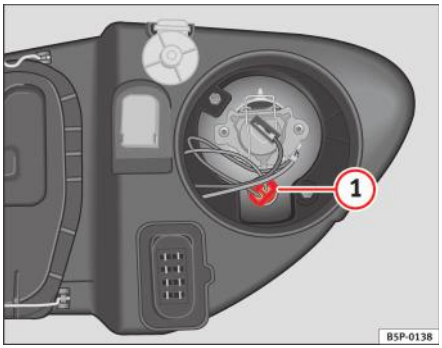

Fig. 169 Lămpile de poziție laterale
– Scoateți soclul becului ⇒ fig. 169 (1).